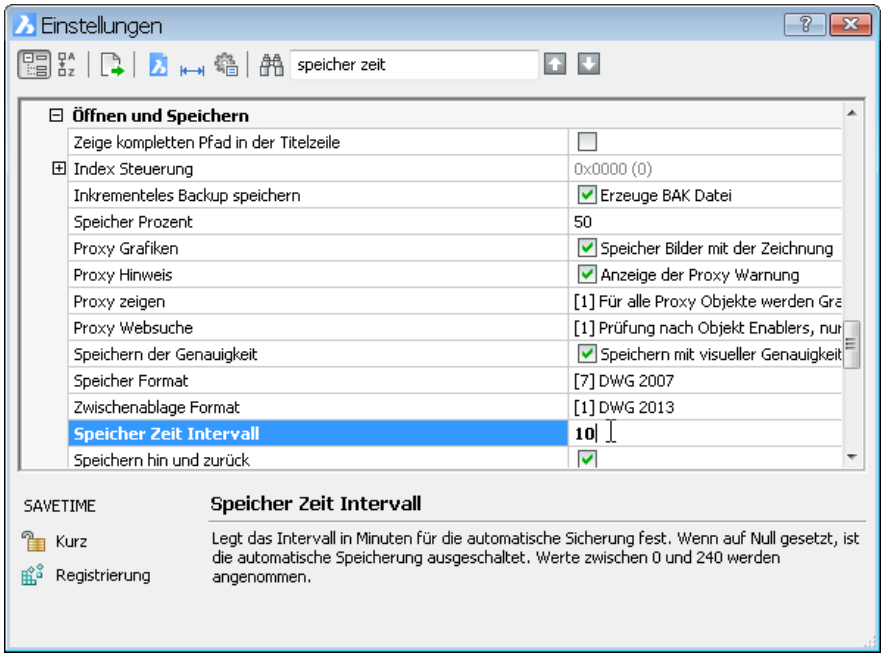

Bild 14.1 – Dialogbox *Optionen, Öffnen und Speichern*
- Sie finden die Optionen im Menü *Einstellungen* unter *Einstellungen* (Abb. 14.1).
- Im Abschnitt *Programm Optionen, Öffnen und Speichern* stellen Sie das *Speicher Zeit Intervall* auf **10** Minuten ein. Hierdurch wird das Automationsschema alle 10 Minuten gespeichert (Abb. 14.1).